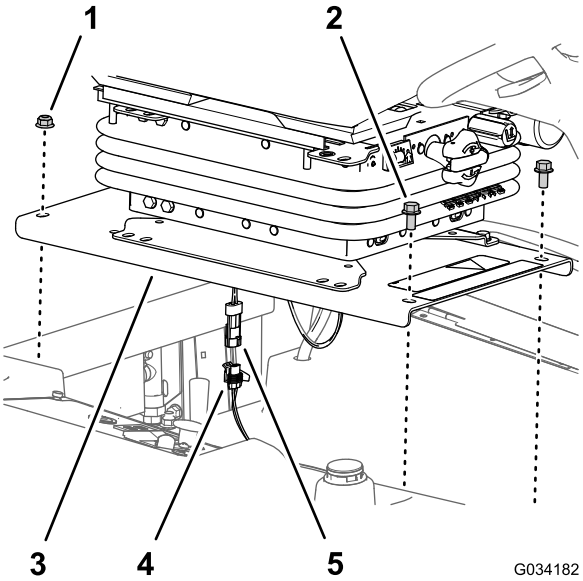

Figuur 38
1. Verwijder de 2 flenskopbouten (3/8 x 3/4 inch) waarmee de voorkant van de stoelplaat op het chassis van de machine gemonteerd is (Figuur 38).
2. Verwijder de 2 flenskop-borgmoeren (3/8 inch) waarmee de achterkant van de stoelplaat op het chassis van de machine gemonteerd is (Figuur 38)
4. Neem de connector met 2 pencontacten van de stoelschakelaar-kabelboom uit de connector met 2 bussen van de machine-kabelboom (Figuur 38).
2. Sluit de connector met 2 pencontacten van de stoelschakelaar-kabelboom aan op de connector met 2 bussen van de machine-kabelboom, zie Figuur 38 van Verwijderen van de stoel en stoelplaat (bladz. 38).
3. Lijn de achterste gaten in de stoelplaat (Figuur 38 in Verwijderen van de stoel en stoelplaat (bladz. 38)) uit met de 2 slotbouten (3/8 x 1 inch) het radiateurprofiel.
4. Monteer de stoelplaat (Figuur 38) op de slotbouten met de 2 flensborgmoeren (3/8 inch) die u heeft verwijderd in stap 2 van Verwijderen van de stoel en stoelplaat (bladz. 38).
5. Lijn de voorste gaten in de stoelplaat (Figuur 38) uit met de draad van de tankstangen.
6. Monteer de stoelplaat (Figuur 38) op de tankstangen met de 2 flenskopbouten (3/8 x 3/4 inch) die u heeft verwijderd in stap 1 van Verwijderen van de stoel en stoelplaat (bladz. 38).